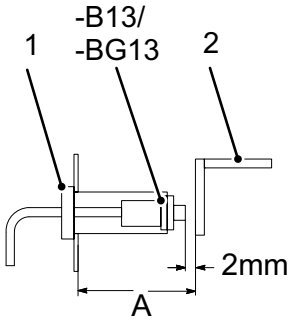

Fig. 3 *(0592_K010HWR.z.00002.01.svg)*
4. Remove sleeve *(Fig. 3-1)* and proximity switch *(Fig. 3-B13 / BG13)*.
10. Using a depth gauge, measure the gap *(Fig. 3-A)* between housing wall and actuator through the fixing hole.
11. Fit the proximity switch *(Fig. 3-B13 / BG13)* in the sleeve *(Fig. 3-1)*. Installation depth: gap *(Fig. 3-A)* minus 2 mm.
14. Slowly hand-turn the knife drum and make sure that the actuator *(Fig. 3-2)* does not touch the proximity switch *(Fig. 3-B13 / BG13)*.